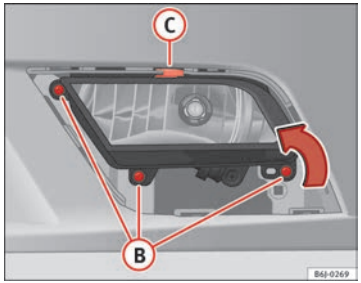

Fig. 154 Front fog light
– Remove the screws (3x) ⇒ Fig. 154 (B) to remove the front fog light.
– Remove the metal clip located at the top of the front fog light by pulling it towards you ⇒ Fig. 154 (C). ■